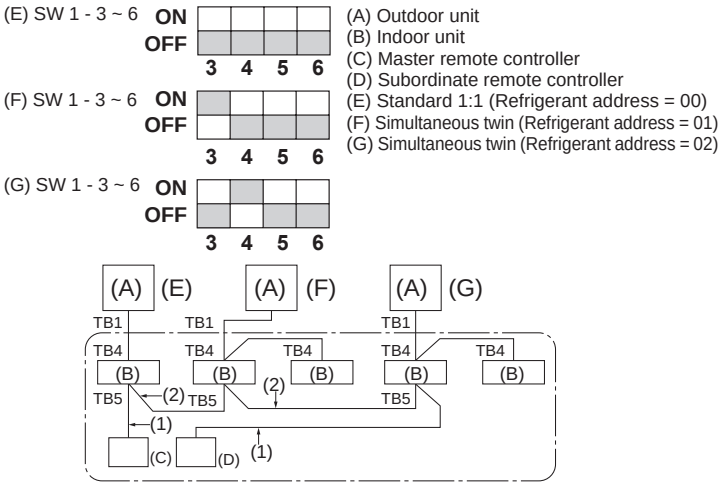

Fig. 9-1
9. System control (Fig. 9-1)
9. Contrôle du système (Fig. 9-1) 17